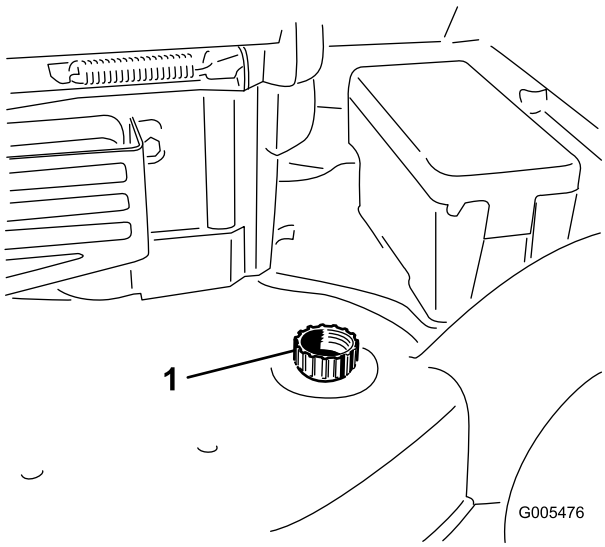

Figure 53
3. Attach a garden hose that is connected to a water supply to the washout port on the mower housing (Figure 53).